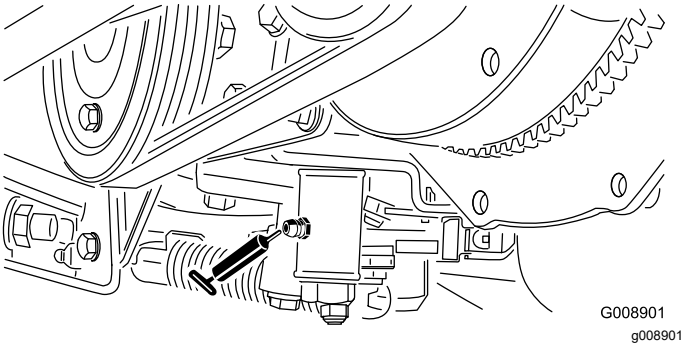

Rysunek 63
- Mechanizm regulacji pozycji neutralnej (Rysunek 63)